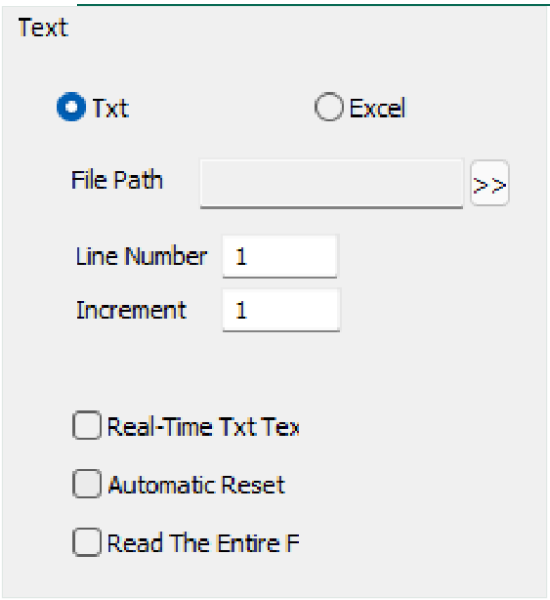

Figura 11-32 TXT
- **TXT:** al seleccionar TXT, se muestra el contenido de la Figura 11-32. El usuario debe establecer el archivo asociado y el número de línea del texto actual que se va a procesar.